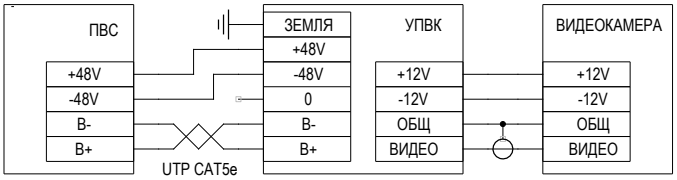

Рисунок 2 - Схема подключения УПВК-1Уисп.2 при питании от ПВС
6.3.2. Снимите крышку УПВК-1У исп.2 , открутив 6 винтов. Проложите кабели через гермовводы. Подсоедините кабели к клеммам согласно схемам (рис.2,3).